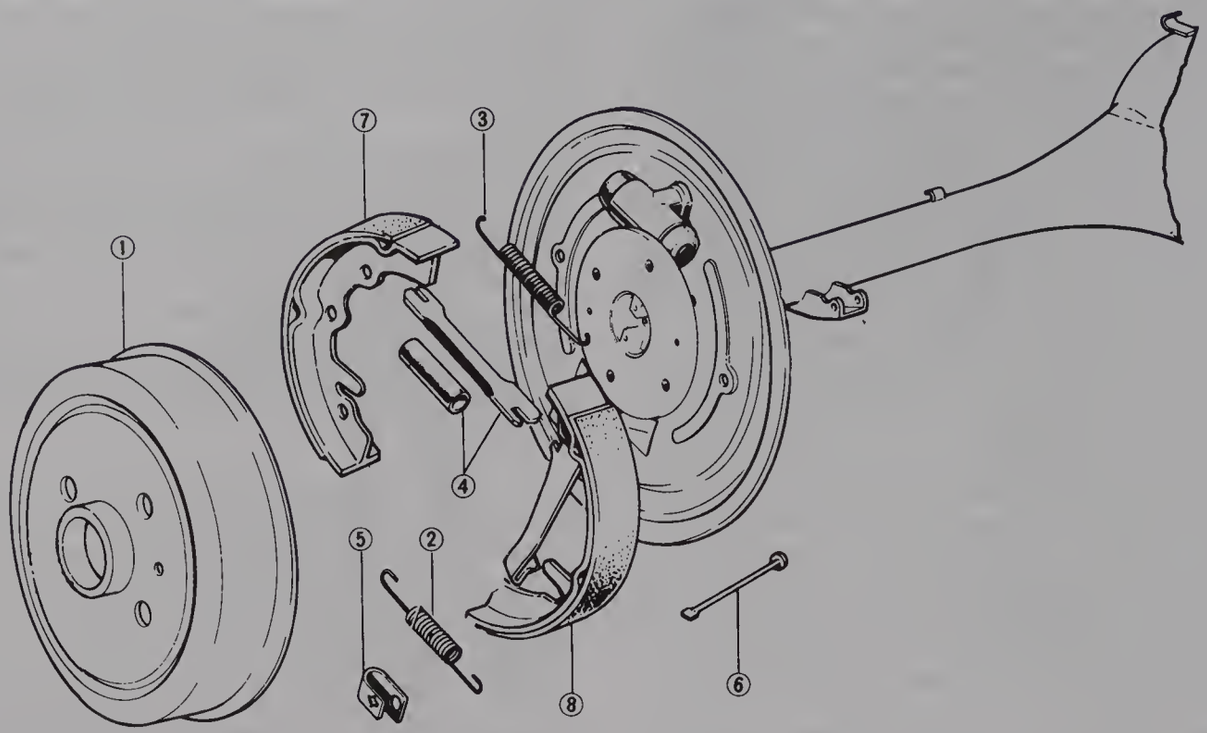

Fig. 9.12 Components of the rear brake shoe assembly (Sec 14)
3 Fig. 9.12 shows an exploded view of a rear brake assembly. Refer to this, and remove the two screws that retain the brake drum (1). Remove the brake drum (photo).